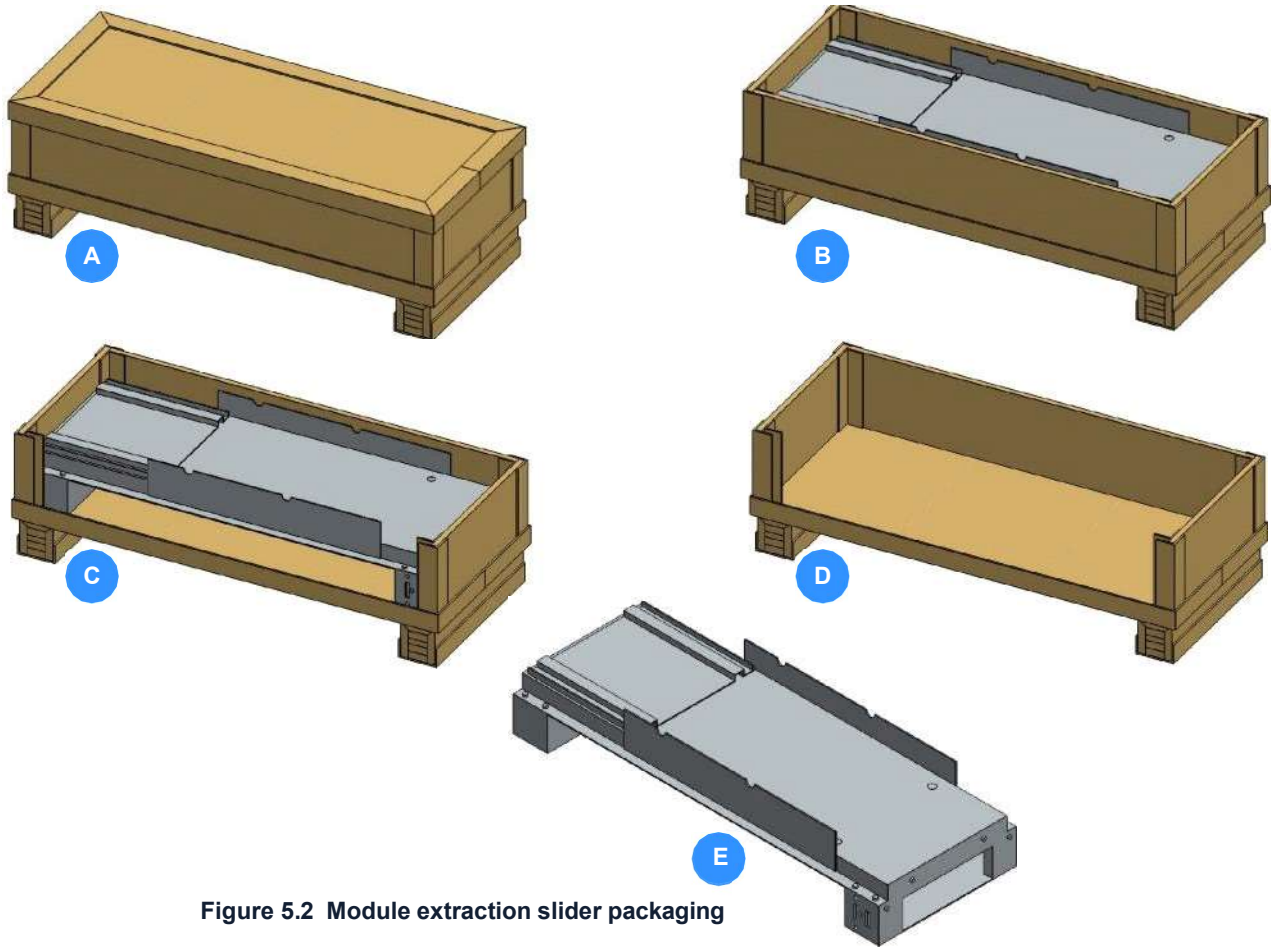

Figure 5.2 Module extraction slider packaging
Removing the module extraction slider packaging *(see Figure 5.2)*
1. Unpack the module extraction slider following the illustrations in Figure 5.2.